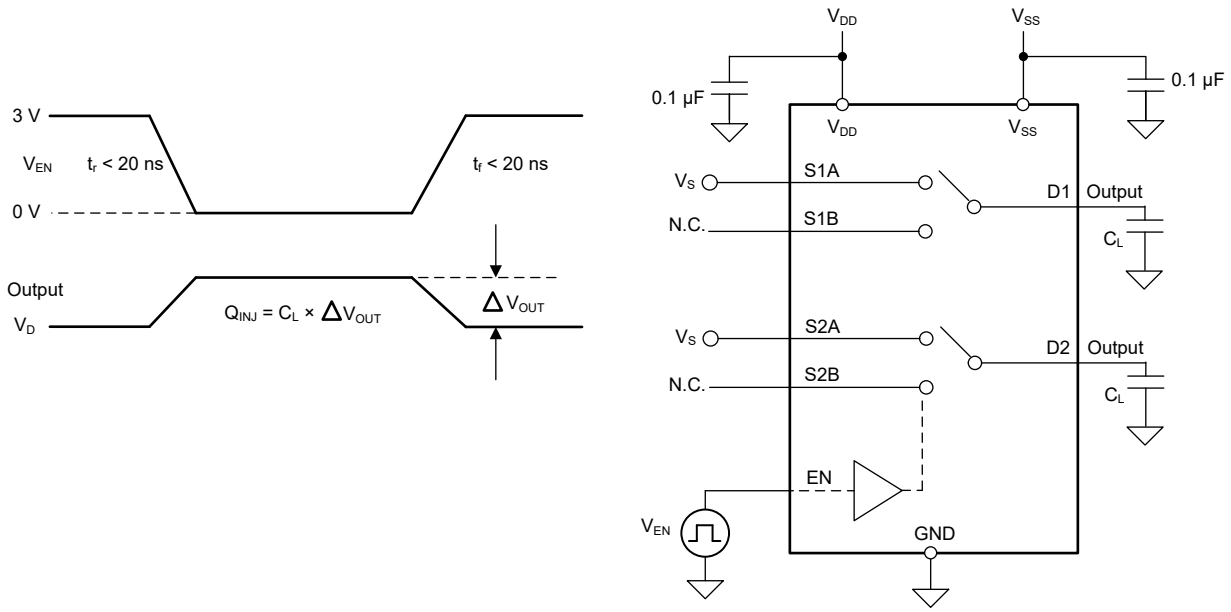

图 7-9. 电荷注入测量设置
MUX708-Q1 具有传输门拓扑。NMOS 和 PMOS 晶体管之间电容的任何不匹配都会导致在栅极信号的下降沿或上升沿期间向漏极或源极注入电荷。注入器件源极或漏极的电荷量称为电荷注入，用符号 Q_{INJ} 表示。图 7-9 展示了用于测量从源极 (Sx) 到漏极 (D) 的电荷注入的设置。